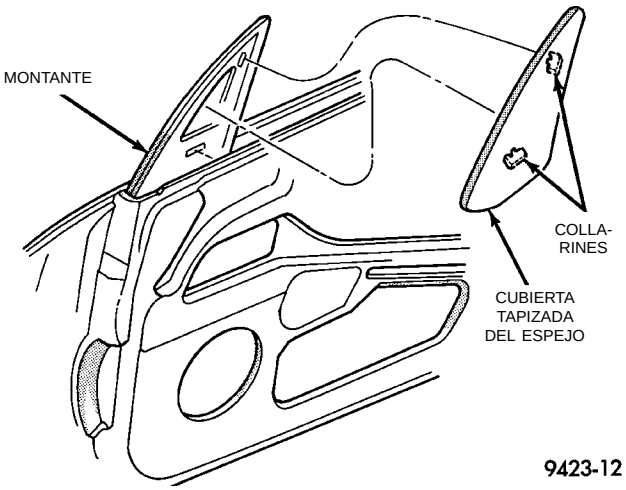

Fig. 31 Cubierta tapizada del espejo lateral
(1) Desacople los collarines que sujetan la cubierta tapizada del espejo lateral al montante (Fig. 31).
(2) Separe del vehículo la cubierta del espejo.